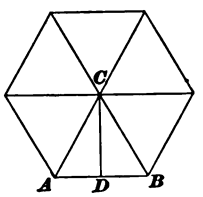

FIG. 52.
EXAMPLE 2.—Find the cubical contents of a hexagonal prism, Fig. 52, 12 inches long, each edge of the base being 1 inch long.
3. What is the area of the entire surface of the hexagonal prism whose base is shown in Fig. 52? Ans. 77.196 sq. in.